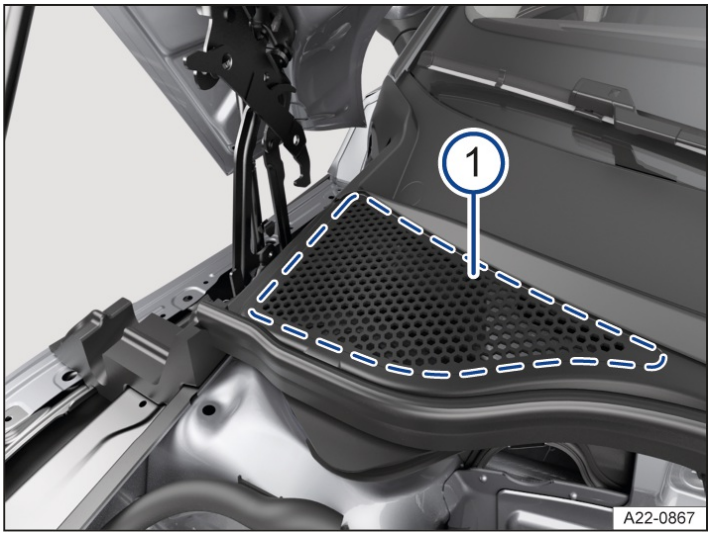

Fig. 1 Between the hood space and windshield: Plenum chamber (general example).
- Have the area under the perforated cover regularly cleaned by an authorized Volkswagen dealer or authorized Volkswagen Service Facility qualified in this respect → *fig. 1* (1). Volkswagen recommends contacting an authorized Volkswagen dealer or authorized Volkswagen Service Facility.
- Remove leaves or other loose objects with a vacuum or by hand→ *fig. 1* (1).